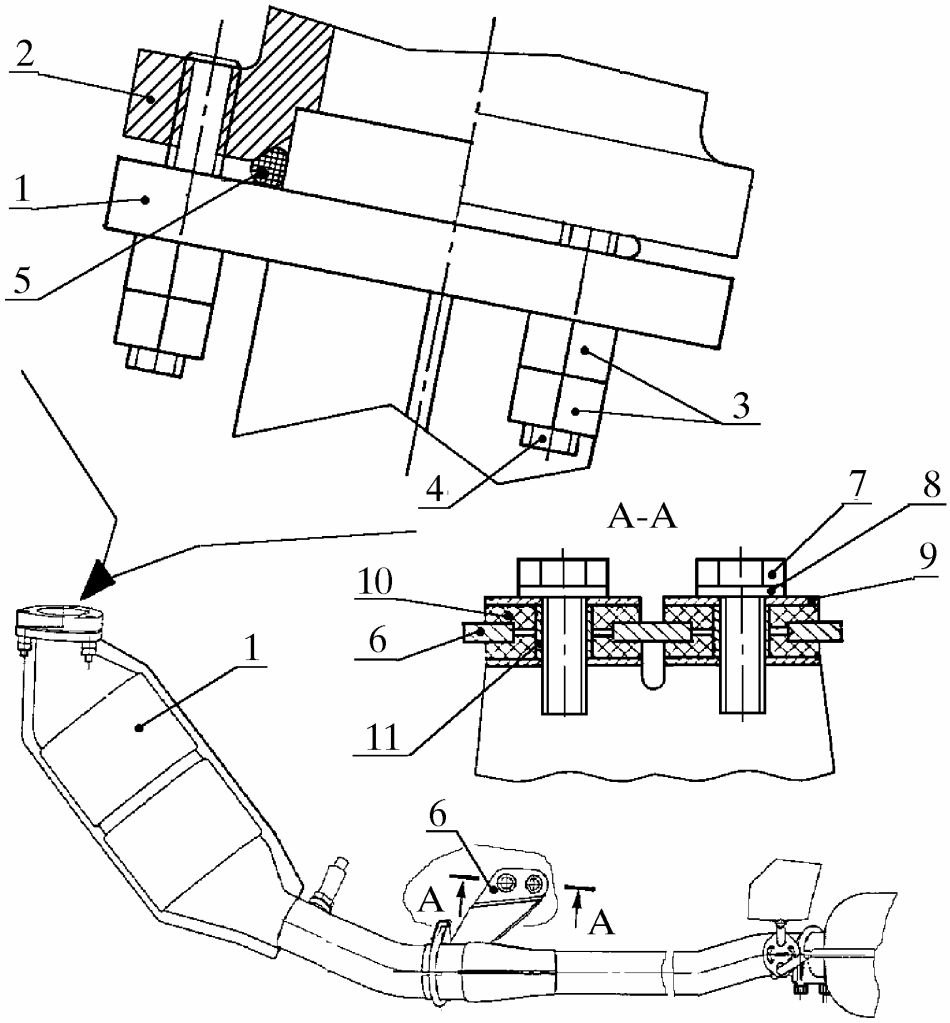

Рис. 17. Отсоединение системы выпуска газов от двигателя:
4.14. **Отсоединить нейтрализатор 1** (рис. 17) **системы выпуска газов** от выпускного коллектора 2, отвинтив по две гайки 3 с трех шпилек 4 его крепления.